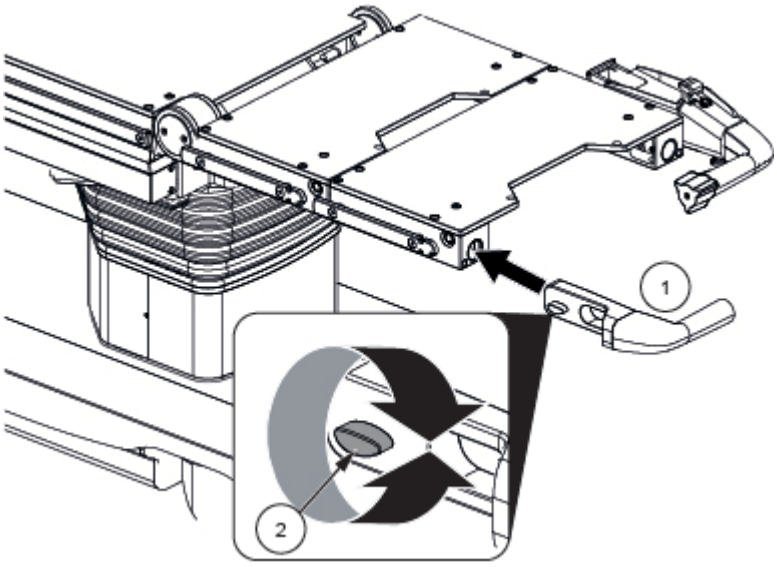

Figure 6-3. Install Accessory Handle
1. Push the accessory handle (1) in the fully into the rail and ensure the wing screw (2) stays unlocked. See *Figure 6-3*.
2. Turn the wing screw (2) to tighten it. Pull the accessory handle to check that it is secure. See *Figure 6-3*.